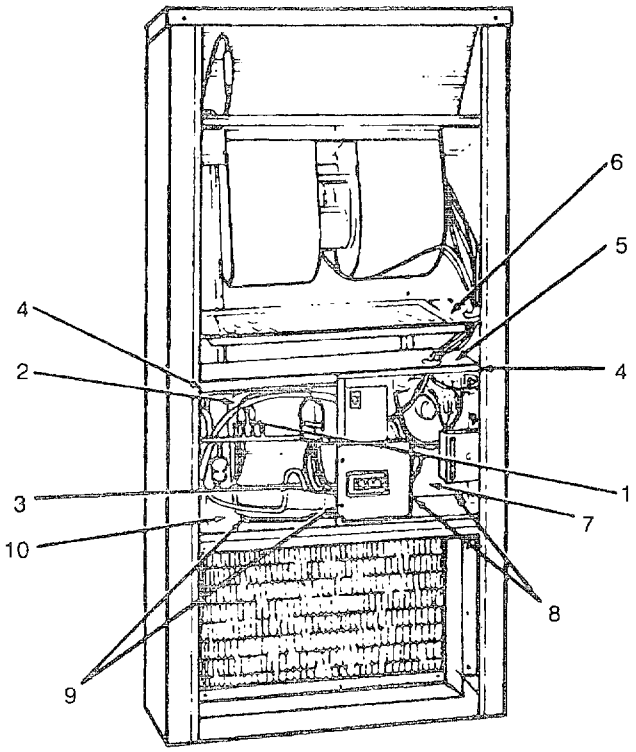

Figure 5-10. Compressor
(1) Tag and remove the wiring from the compressor terminals (1, Figure 5-10) and check for ground between each terminal and the compressor housing.
(2) Check for continuity between the common terminal (C) and the run terminal (R) and between common terminal (C) and start terminal (S). (Make sure the compressor is cool to the touch; the internal overload may be open.)
(3) Check the shorts/opens between winding turns with a multimeter.
(1) Unwrap the insulation from the suction line (2, Figure 5-10) so that the joint on the compressor (3) is exposed.
(2) Tag and remove wiring (1) at the compressor (3).
(3) Remove the two screws (4) holding the dividing wall (5).
(4) Lift out filter brackets (6) and lift dividing wall (5).
(5) Remove the control box (7) cover. See para 4-23.
(1) Lift new compressor (3, Figure 5-10) through the lower front door assembly opening and position it on base pan (10).
(2) Install the four bolts (9) to secure the compressor (11) to the panbase (12).